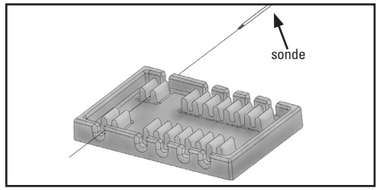
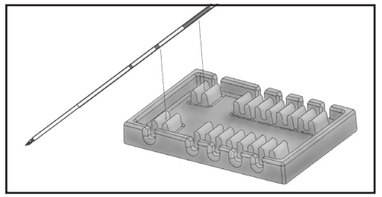

Figure 1
Figure 2
3. Fixer le dispositif d'espacement à la première sonde soit en faisant glisser celle-ci dans l'emplacement (comme illustré à la Figure 1), soit en clipsant le dispositif sur le corps de la sonde (comme illustré à la Figure 2).
4. Fixer la seconde sonde au dispositif d'espacement soit en faisant glisser celle-ci dans l'emplacement (comme illustré à la Figure 1), soit en clipsant le dispositif sur le corps de la sonde (comme illustré à la Figure 2).